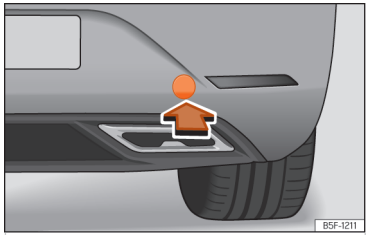

Abb. 221 Auf der rechten Seite des hinteren Stoßfängers: Abdeckung entfernen.
Die Abschleppöse wird in die hinter einer Abdeckung auf der rechten Seite des hinteren Stoßfängers befindliche Aufnahme eingeschraubt ››› (Abb. 221).
- Auf den unteren Bereich der Abdeckung ››› (Abb. 221) drücken, um die Verrastung zu lösen.